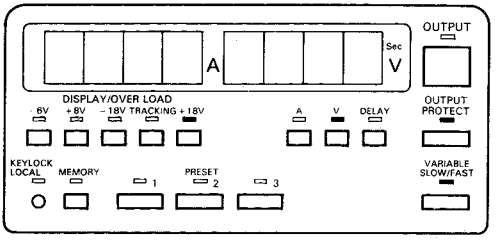

図　12
1)図12のようなLEDの点灯および消灯状態にしてください。図ではVARIABLE・キー⑭が出力設定キーとして選択されています。
2)OUTPUTキー⑰を押してOUTPUT（出力）を“ON”状態にします。
1)図12のような状態でOUTPUT PROTECT・キーを押し、LEDを消灯させます。